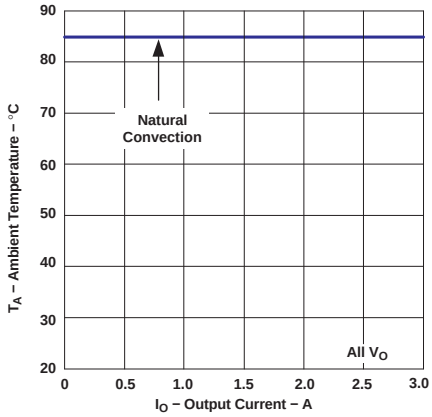

Figure 8. Ambient Temperature vs. Output Current
(2) The temperature derating curves represent the conditions at which internal components are at or below the manufacturer's maximum operating temperatures. Derating limits apply to modules soldered directly to a 100 mm x 100 mm double-sided PCB with 2 oz. copper. Applies to Figure 8.